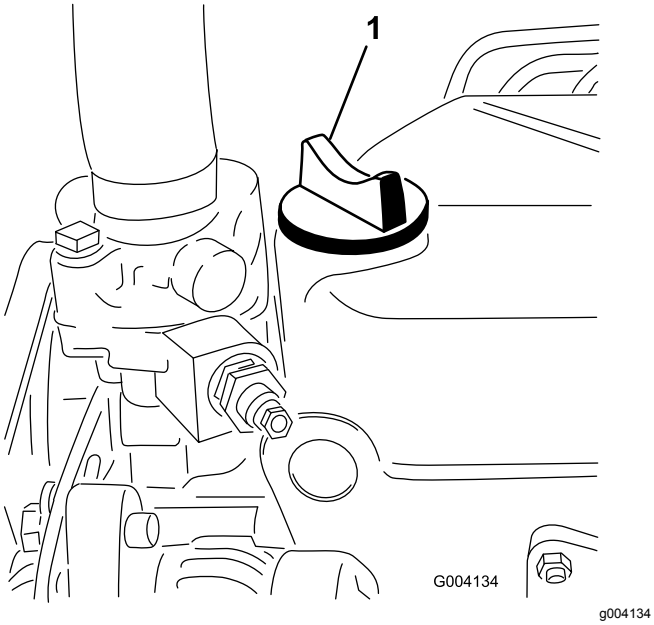

Figur 49
5. Om oljenivån inte når upp till markeringen Full på oljestickan (Figur 49), fyller du på olja tills nivån når upp till markeringen.